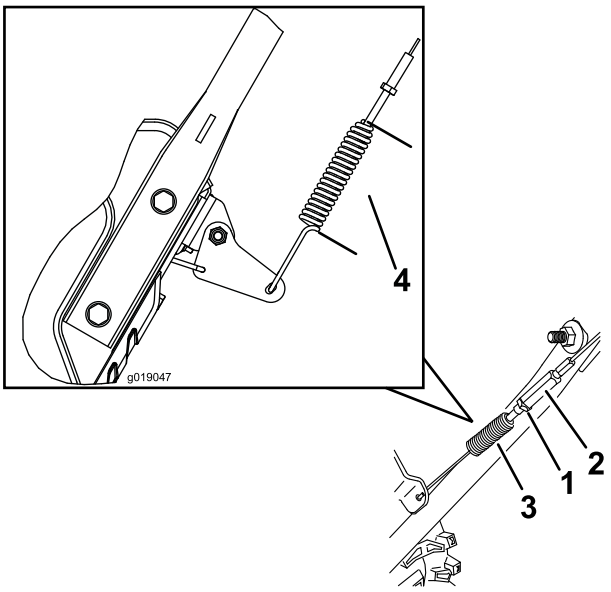

Figur 40
3. Løsn eller tilspænd spændemøtrikken for at justere fjederens længde til 7 cm (Figur 40).
4. Tilspænd kontramøtrikken (Figur 40), og sørg for, at kablet strammes en anelse.